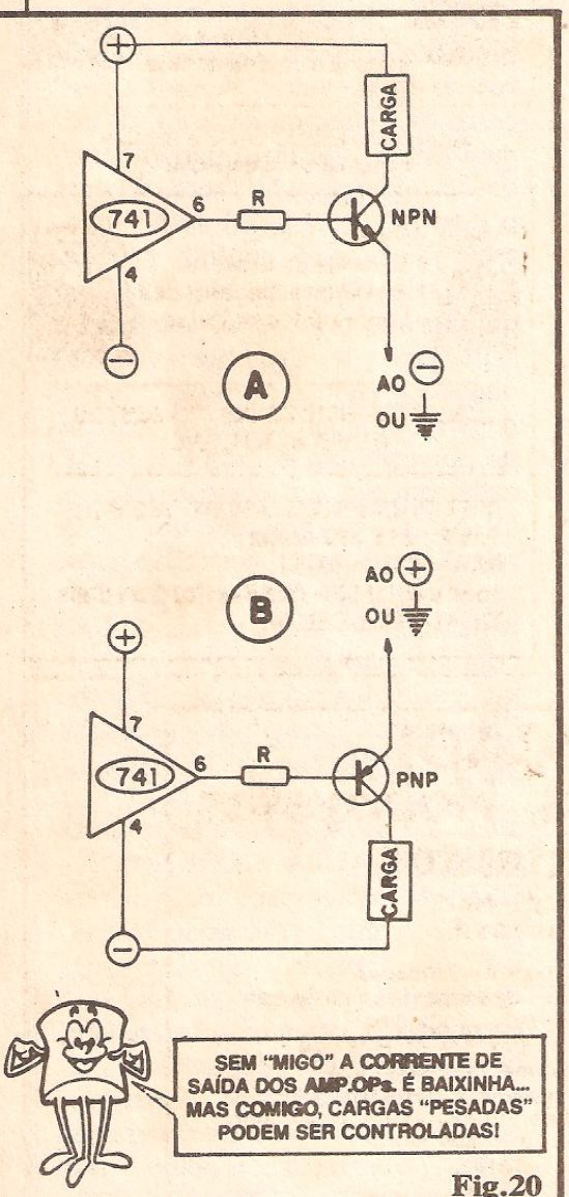

Fig.20
- **FIG. 20** - ACIONANDO CARGAS DE ALTA CORRENTE - LEDs se "contentam" com os meros 5 mA que o 741 pode "fornecer" ou "puxar", entretanto, se desejarmos acionar cargas que demandem Correntes substanciais, precisaremos da interveniência de um... **amplificador de Corrente**... A quem vamos recorrer, para tal feito...? Justamente a quem "nasceu pra isso": o TRANSÍSTOR! Nas figuras 20-A e 20-B temos dois arranjos típicos, sendo que no primeiro a carga receberá Corrente quando o pino 6 do 741 estiver "positivado" (em pelo menos 0,6V, lembrem-se, que constitui o "degrau" fundamental de Tensão para o chaveamento de um transístor bipolar...), enquanto que no segundo, a carga só receberá Corrente quando a Saída do 741 se "negativar" (também por pelo menos 0,6V...). Observem que em 20-A o transístor "reforçador de Corrente" deve ser de polaridade NPN, enquanto que